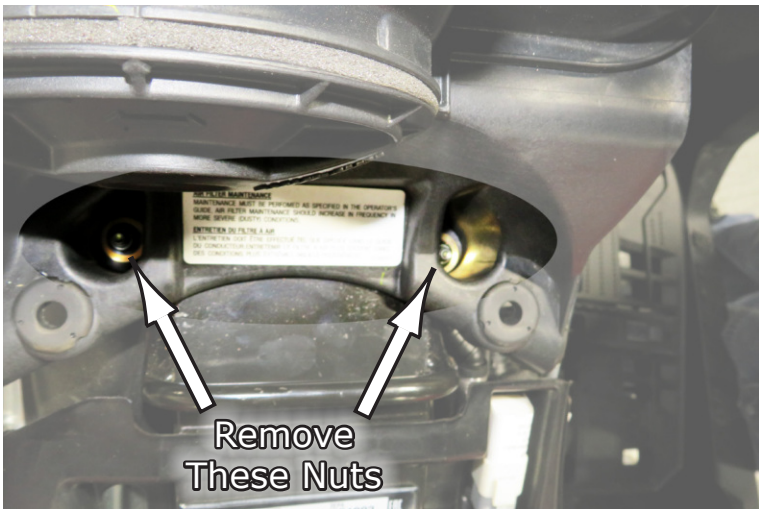
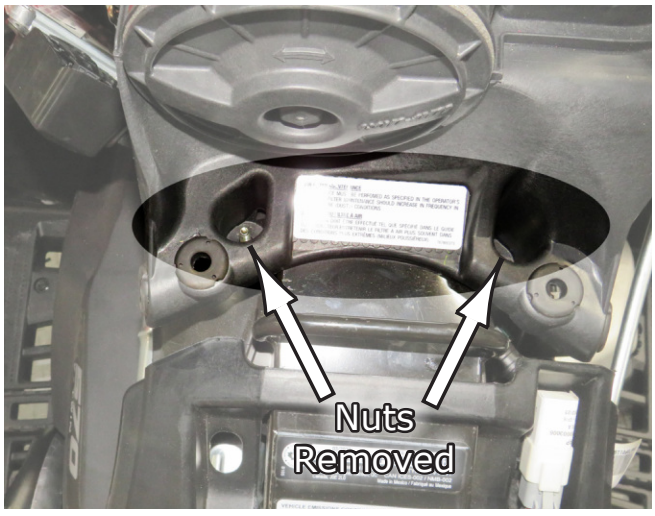

**Fig.36a**
**Fig.36b**
**31.** Next, move the front of the seat area. You will need to remove the two Nuts holding down the center section cover. See **Fig.36a**. **Fig.36b** shows the nuts removed.